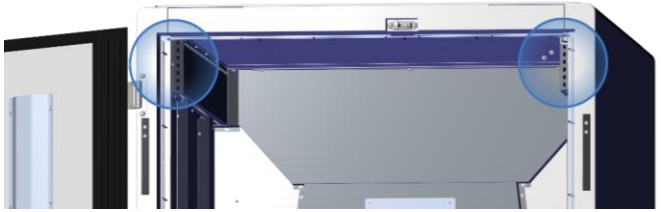

Figure 14 - Location of the air ducts inside the container.
- Check for airflow coming out of the air ducts located on the upper left and right sides, inside the container (Figure 14).